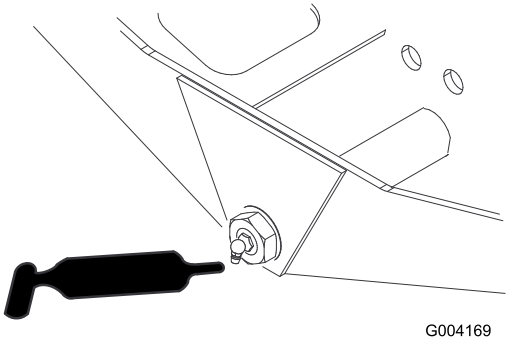

Figur 50
- Axelns styrtapp (1) (Figur 50)